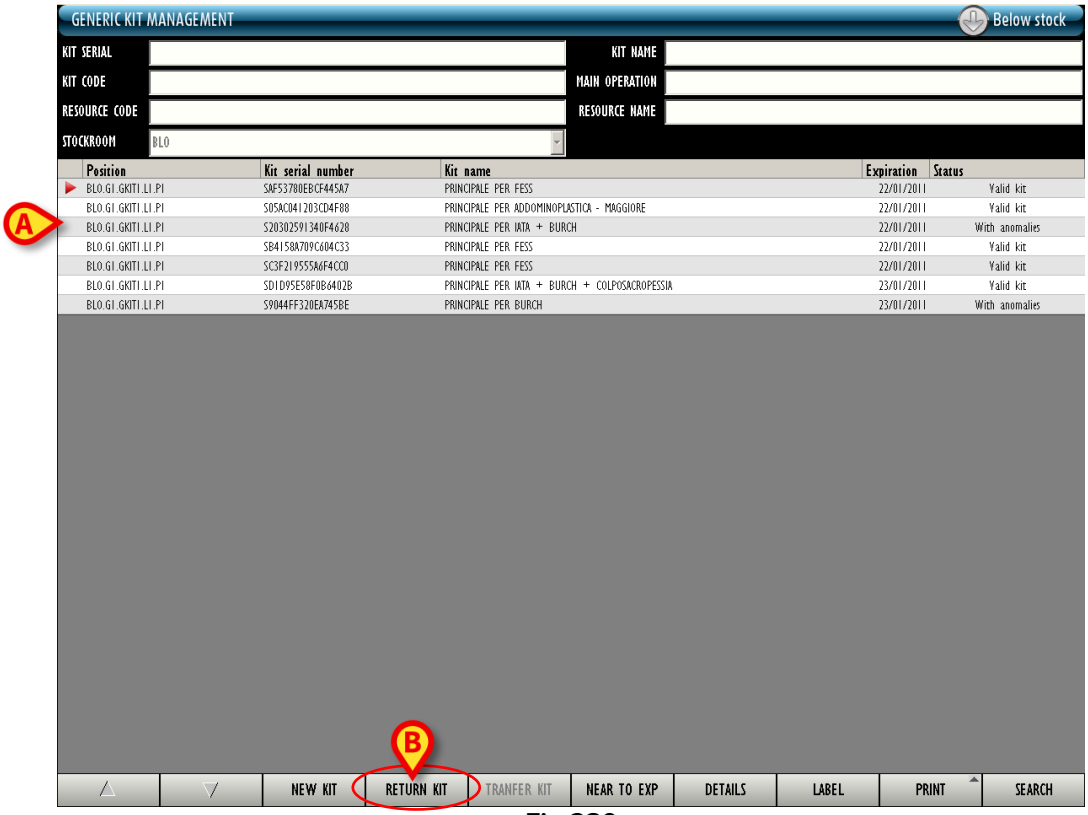

Fig 230
To return a generic kit, on the generic kits management screen (Fig 230),
The ▶ icon is displayed on the left (Fig 230 **A**).
- Click the **Return Kit** button on the command bar (Fig 230 **B**).
If, in the generic kit management screen (Fig 230), the kit is selected by barcode scan, it is not necessary to insert the kit serial number or to scan the kit's barcode again. The serial number of the previously selected kit is already displayed.